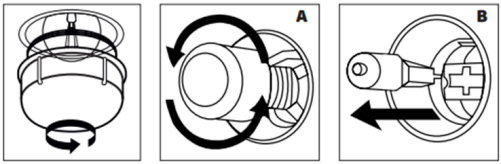

Figure 23 Figure 24 Figure 25
2. Remove the glass protection by turning it counterclockwise. (See Fig. 23) Using plastic gloves may help you if you have difficulty in rotating it.